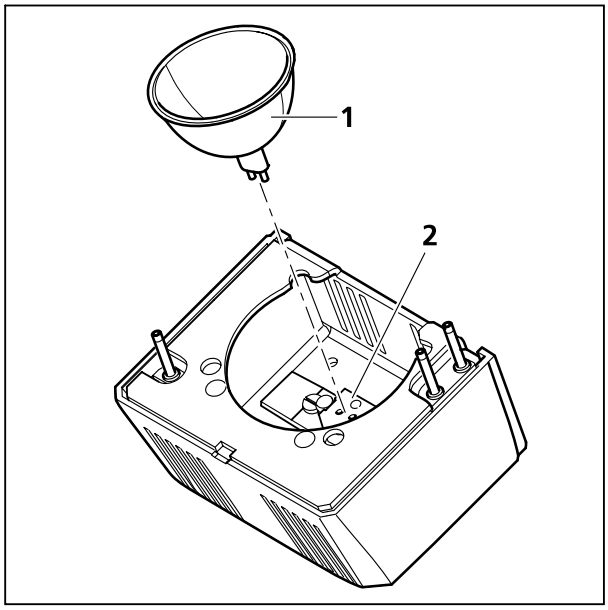

Bild 3-26 Halogenlampe 12 V, 50 W einsetzen
- Verbrauchte Halogenlampe 12 V, 50 W (sofern vorhanden) aus dem Lampensockel (Bild 3-26/**2**) nach oben abziehen.
- Neue Lampe (Bild 3-26/**1**) mit ihren zwei Sockelstiften vorsichtig und ohne Gewalt in den Lampensockel (Bild 3-26/**2**) eindrücken. Dabei das vordere Schutzglas der Lampe nicht berühren. Die Lampe darf nicht verkantet werden, da ansonsten deren Sockelstifte verbogen oder auch die Lampenfassung beschädigt werden können.